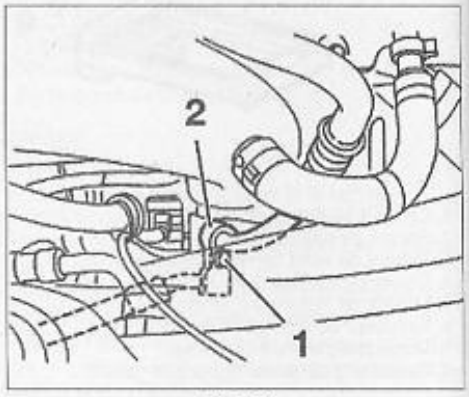

FIG. 29
- Déposer la vis (1) puis le raccord (2) des canalisations du circuit de climatisation sur le compresseur **(Fig.29)**.